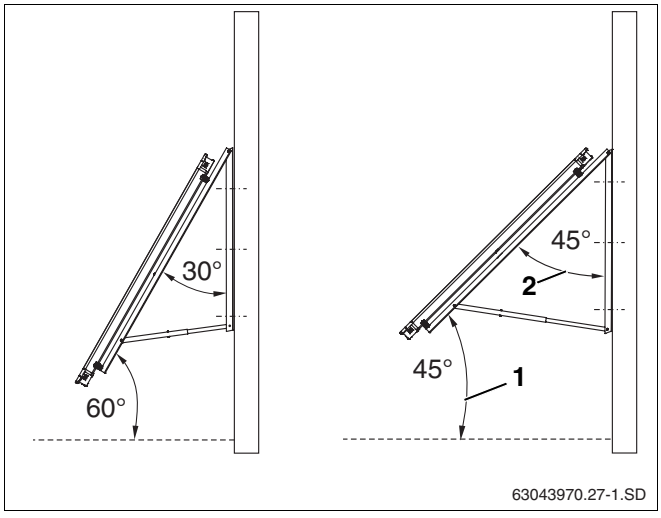

Abb. 10 Anstellwinkel des Kollektors an einer Fassade
- Der Anstellwinkel des Kollektors (Abb. 10, **Pos. 1**) zur Horizontalen muss zwischen 45° und 60° liegen (bzw. der Neigungswinkel Abb. 10, **Pos. 2**, des Kollektors muss zwischen 30° und 45° liegen)